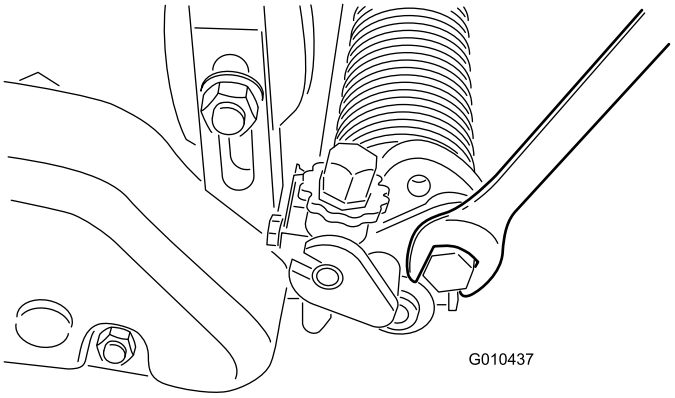

**Figura 23**
A. Afloje los pernos de los brazos de ajuste derecho e izquierdo (Figura 23).